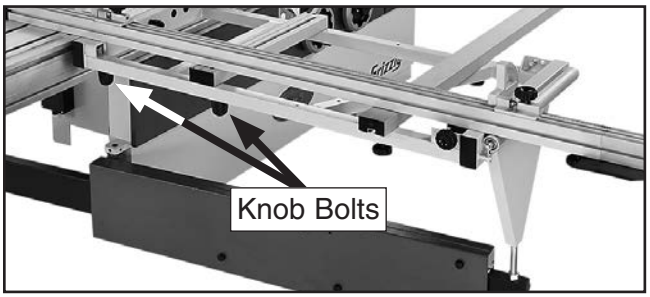

Figure 122. Locations of knob bolts.
4. Install knob bolts shown in **Figure 122**.